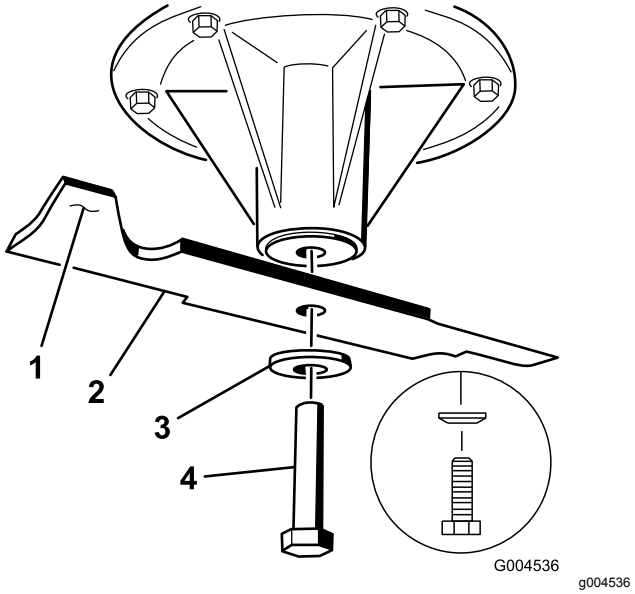

Figur 91
2. Avlägsna den vänstra och mittersta knivskruven, den böjda brickan samt kniven från spindelaxeln (Figur 91).
3. Om kniven inte är balanserad kan du fila bort lite metall från knivens segeldel (Figur 91).